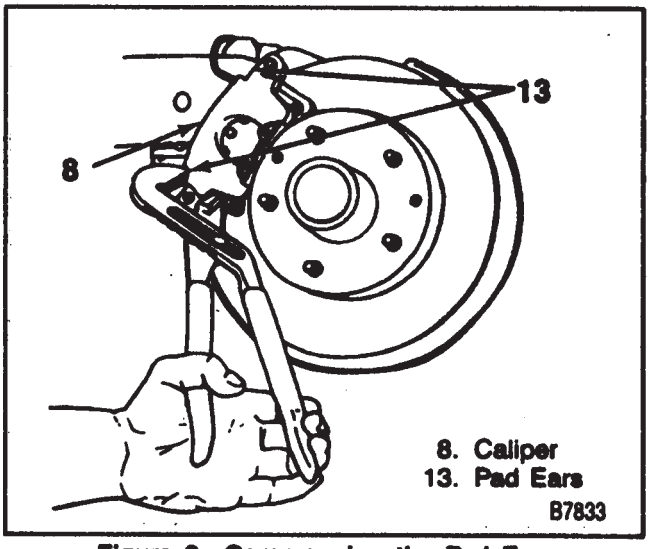

Figure 8—Compressing the Pad Ears
9. Compress the pad ears to the caliper (figure 8).